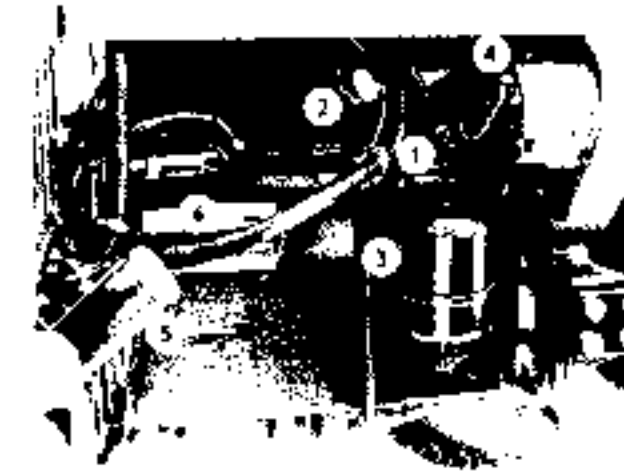

Fig. 5
1. Fuel filling hole (Fig. 5 5).
2. Cooling liquid filling hole (Fig. 5 1).
4. Cooling liquid drain cock from engine block (Fig. 5/1).
5. Engine oil filling hole (Fig. 5/2).